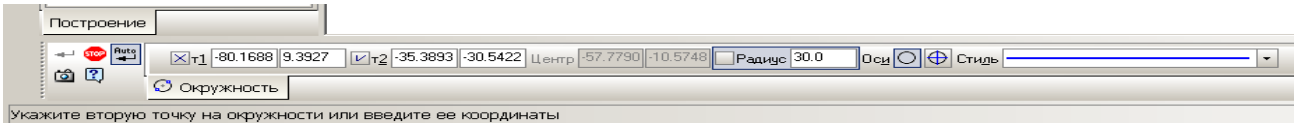

Рис. 3.12. **Панель свойств** и строка сообщений команды **Окружность по двум точкам**.
3.3. Выберите команду **Окружность по двум точкам**. На открывшейся внизу окна **Панели свойств** команды **Окружность** (рис. 3.12) установите при необходимости стиль линии **Основная**.